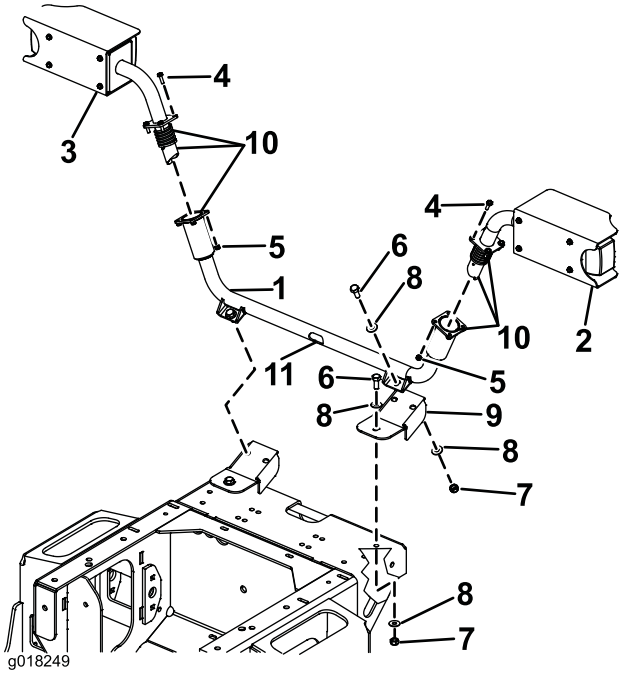

Figure 11
1. Les blocs optiques avant se fixent au support de phare central qui lui-même se fixe à la machine par deux pattes de montage (Figure 11).
2. Fixez les deux pattes de montage à l'avant de la machine avec des vis M10 x 25 mm, des rondelles 3/8" et des écrous Nyloc M10 (Figure 11).
3. Fixez le support de phare central aux pattes de montage avec des vis M10 x 25 mm, des rondelles 3/8" et des écrous Nyloc M10 (Figure 11).
4. Appliquez de la graisse antigrippage à l'intérieur des extrémités de tube et sur toutes les surfaces des ressorts et profils d'extrémité de tube (Figure 11).
5. Les blocs optiques sont maintenant prêts à être installés. Tout en maintenant le support de phare droit, glissez le câble dans les tubes d'extrémité et faites-le sortir par la découpe centrale du support de phare central (Figure 11).
6. Fixez le bloc optique avant droit au support de phare central au moyen des vis M6 x 20 mm et des écrous Nyloc M6 (Figure 11).